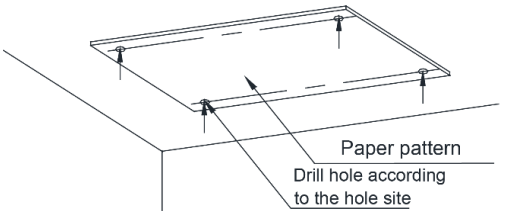
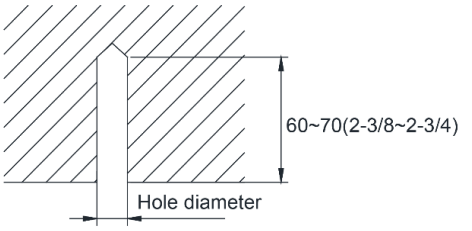

Fig 4.1.3
Fig 4.1.4
1) Stick the reference cardboard on the installation position; drill 4 holes according to the hole site on the cardboard as shown in fig 4.1.3; diameter of drilling hole is according to the diameter of expansion bolt and the depth is 60-70mm(2-3/8~2-3/4 in.), as shown in fig 4.1.4.